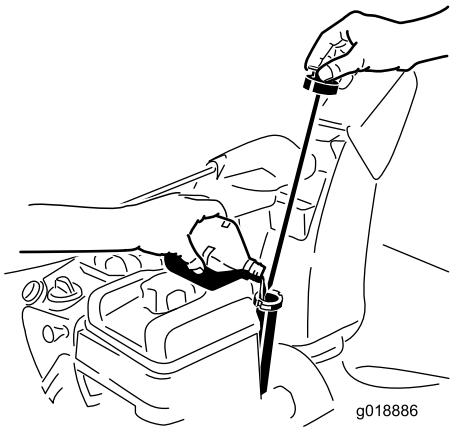

Rysunek 13
1. Wyjmij wskaźnik poziomu oleju i **powoli** wlej olej do otworu uzupełniania oleju, aby podnieść poziom oleju do oznaczenia Full na wskaźniku. **Nie przelej** (Rysunek 13). Patrz punkt Sprawdzanie poziomu oleju w silniku w sekcji Konserwacja.